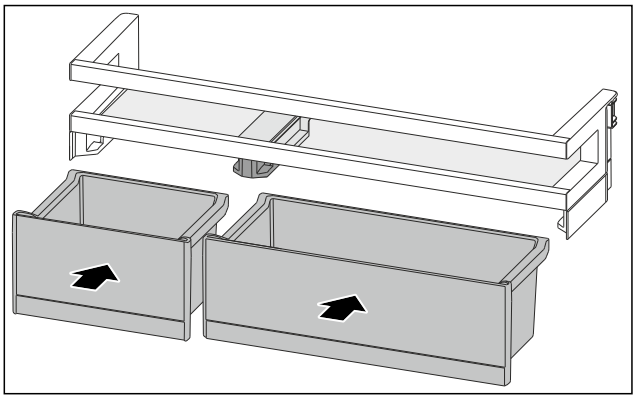

Fig. 148
- ▶ Insert the VarioBoxes in reverse order. (see Fig. 148)